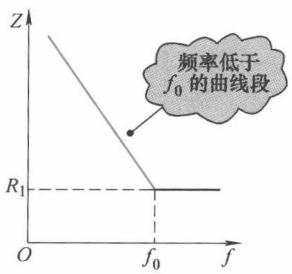

图 1-28 输入信号频率低于转折频率时的示意图
(2) 输入信号频率 $f<f_0$ 时的情况 图 1-28 所示是输入信号频率低于转折频率时的示意图。当输入信号频率 $f<f_0$ 时，由于交流电的频率低了，电容 C_1 的容抗大了，大到与电阻 R_1 的值相比较不能忽略的程度，所以此时要考虑 C_1 容抗的存在。
从图 1-28 所示的曲线中可看出，随着频率的降低，C_1 的容抗越来越大，所以该 *RC* 电路总的阻抗是 R_1 阻值和 C_1 容抗之和，即在 R_1 的基础上随着频率降低，这一 *RC* 串联电路的阻抗在增大。在频率为零（直流电）时，该电路的阻抗为无穷大，因为电容 C_1 对直流电呈开路状态。